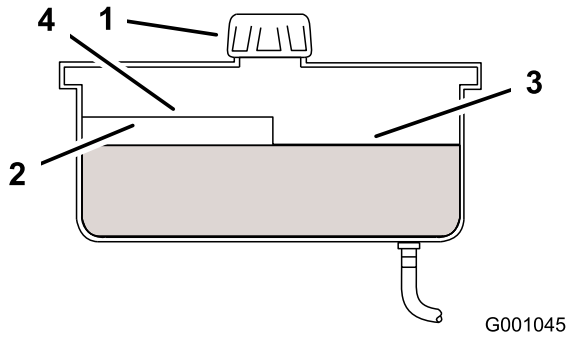

**Figur 75**
2. Rengør området omkring hydrauliktankens påfyldningsstuds (Figur 75).
3. Fjern hætten fra påfyldningsstudsen. Kig i tanken for at se, om der er væske i beholderen (Figur 75).
**Bemærk:** Væskestanden skal nå op til toppen af varm-niveauet på pladen, når væsken er meget varm (Figur 75).